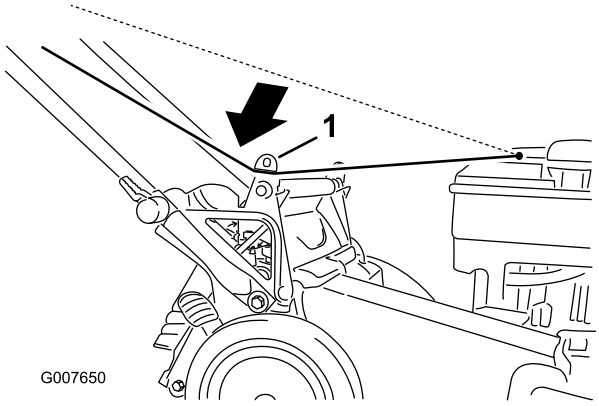

**Figura 19**
1. Avvolgete il cavo di avviamento attorno al guidacavo inferiore (Figura 19).